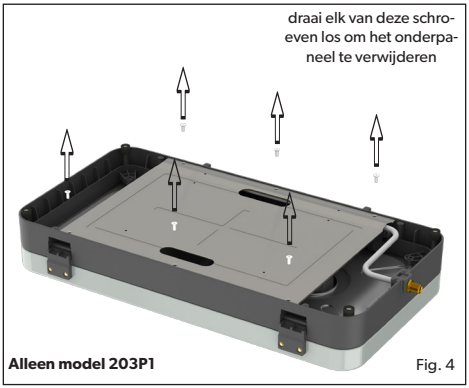
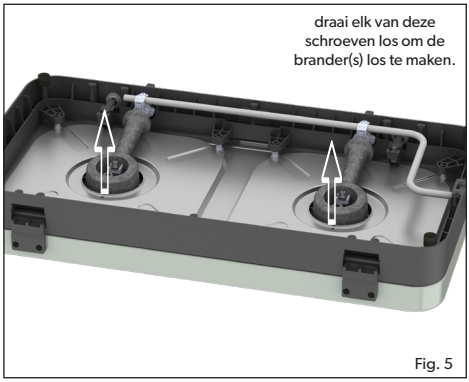
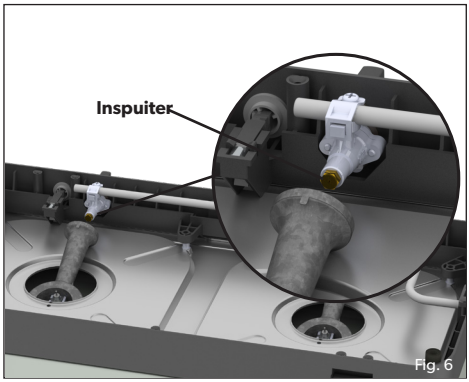

Fig. 4
Fig. 5
Fig. 6
- **De inspuiter vervangen:** Verwijder eventuele kookoppervlakken, sluit het deksel en draai het apparaat ondersteboven. Draai het bodempaneel voorzichtig los door de schroeven te verwijderen (Fig. 4)(Alleen model 203P1). Draai de schroef op de betreffende brander(s) los (Fig. 5), draai de brander voorzichtig los en laat hem vallen zoals afgebeeld om de inspuiter bloot te leggen. Merk op dat de brander is aangesloten op de piëzo-kabel, controleer na het vervangen van de inspuiter en het opnieuw monteren of deze kabel nog steeds is aangesloten. De inspuiter is nu zichtbaar op het ventiel, verwijder de inspuiter met een geschikte sleutel (Fig. 6). Gebruik geen tang op de inspuiter, omdat dit de inspuiter kan beschadigen, waardoor deze onbruikbaar of onmogelijk te verwijderen is. Schroef de nieuwe inspuiter in het ventiel. Niet te vast aandraaien omdat dit de inspuiter kan beschadigen.